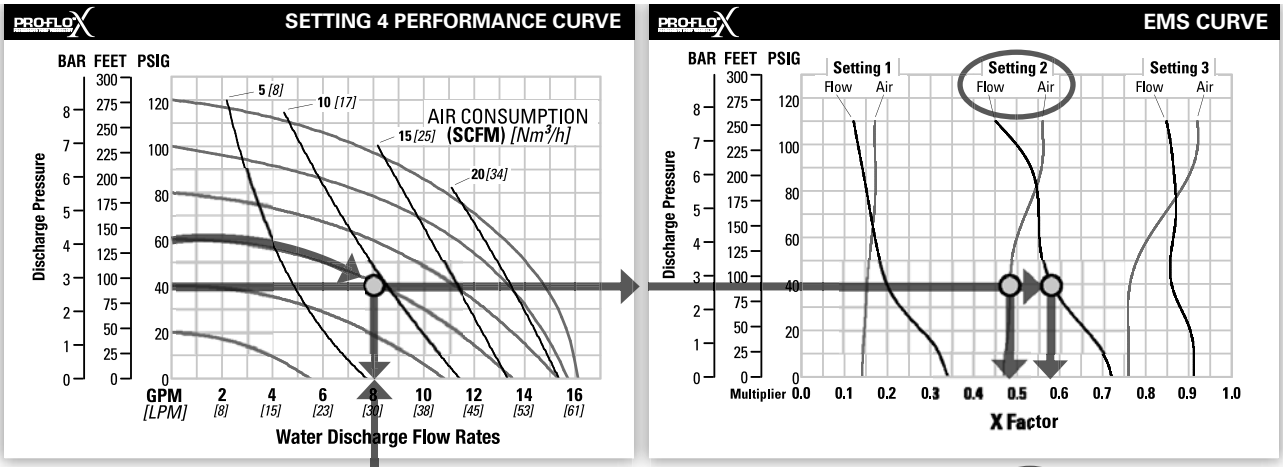

Figure 1
FIGURE 1 The air valve directs pressurized air to the back side of diaphragm A. The compressed air is applied directly to the liquid column separated by elastomeric diaphragms. The diaphragm acts as a separation membrane between the compressed air and liquid, balancing the load and removing mechanical stress from the diaphragm. The compressed air moves the diaphragm away from the center of the pump. The opposite diaphragm is pulled in by the shaft connected to the pressurized diaphragm. Diaphragm B is on its suction stroke; air behind the diaphragm has been forced out to atmosphere through the exhaust port of the pump. The movement of diaphragm B toward the center of the pump creates a vacuum within chamber B. Atmospheric pressure forces fluid into the inlet manifold forcing the inlet valve ball off its seat. Liquid is free to move past the inlet valve ball and fill the liquid chamber (see shaded area).
Step 1: ***Identifying performance at setting 4.*** Locate the curve that represents the flow rate of the pump with 4.1 bar (60 psig) air inlet pressure. Mark the point where this curve crosses the horizontal line representing 2.8 bar (40 psig) discharge pressure. (Figure 1). After locating your performance point on the flow curve, draw a vertical line downward until reaching the bottom scale on the chart. Identify the flow rate (in this case, 8.2 gpm). Observe location of performance point relative to air consumption curves and approximate air consumption value (in this case, 9.8 scfm).